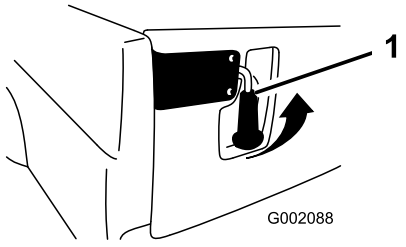

Figuur 26
1. Om de achterlaadklep te openen, drukt u de hendels van de grendels naar boven (Figuur 26). De grendels klappen naar het midden van de achterlaadklep. Laat de achterlaadklep langzaam neer.